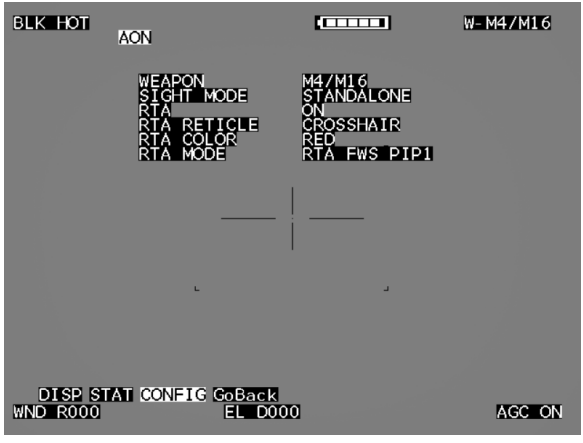

Figure 37. CONFIG Screen.
3. CONFIG: Operator will be able to view all current configurations saved by the user as seen in (Figure 37).